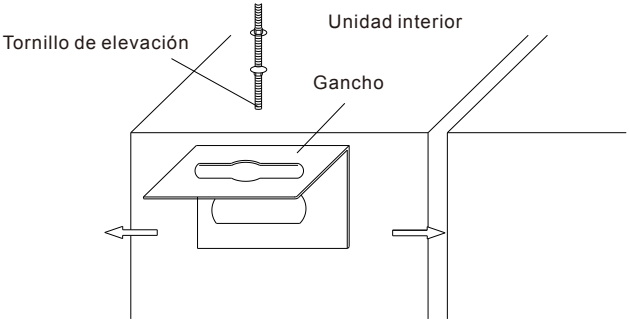

Fig. 7
- Fije los ganchos en la unidad interior (ver Fig. 7)